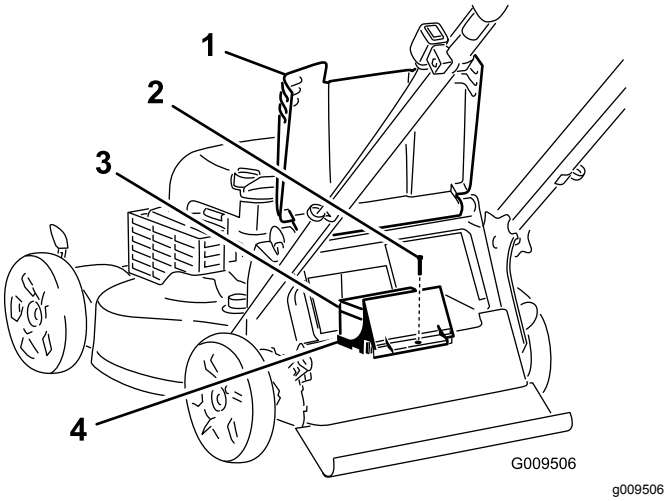

Figura 30
1. Eleve el deflector trasero y localice el compartimento de la batería (Figura 30).